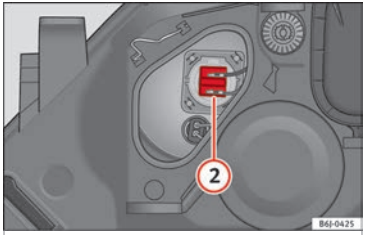

Fig. 183 Main beam headlight.
– Remove connector ››› **Fig. 183** (2) by pulling outward.